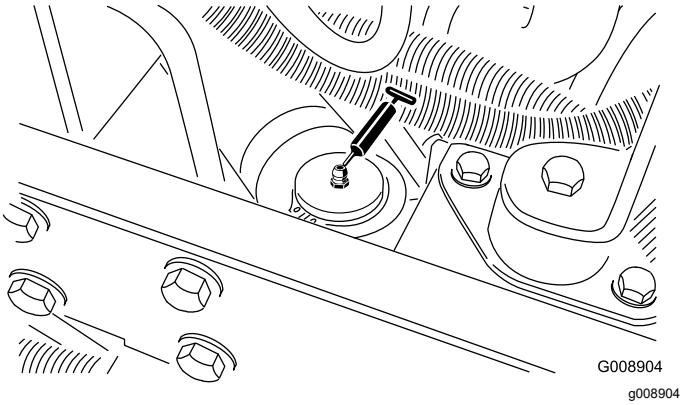

Figur 66
- Styretøjscylinder (Figur 66).